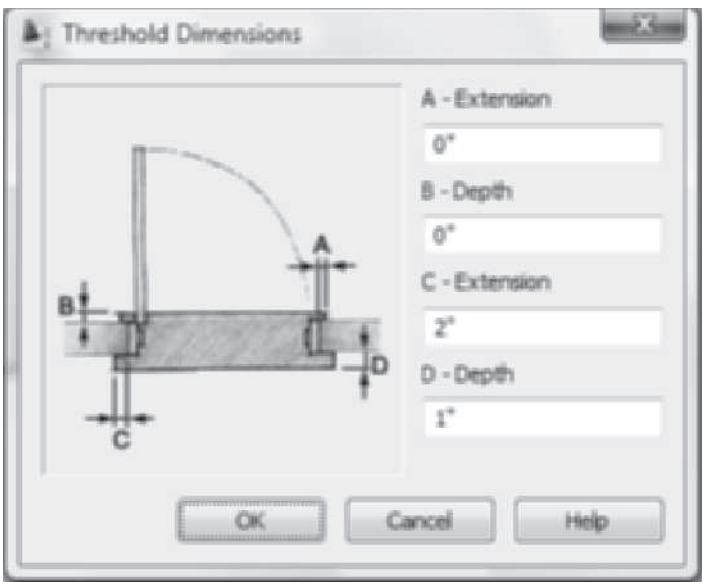

FIGURE 5.62 *Threshold Dimensions dialog box*
22. Edit the Threshold Dimension dialog box as follows: C-Extension = **2"** **[50]** and D-Depth = **1"** **[25]** as shown in Figure 5.62. Click OK to dismiss the dialog box.